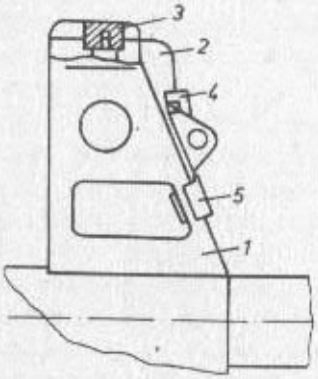

Bild 35 Aufgesetztes Zusatzkorn
2. Die Halterung mit ihrer Federöffnung von rechts schräg in den Durchbruch des Kornhalters setzen und bis zum Einrasten nach links schieben. Gleichzeitig den Federbügel in den Kornschutz einlegen (Bild 35).